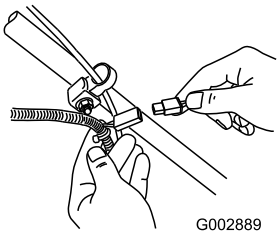

Rysunek 28
1. Podłącz ładowarkę do wiązki przewodów umieszczonej pod kluczykiem zapłonu (Rysunek 28.